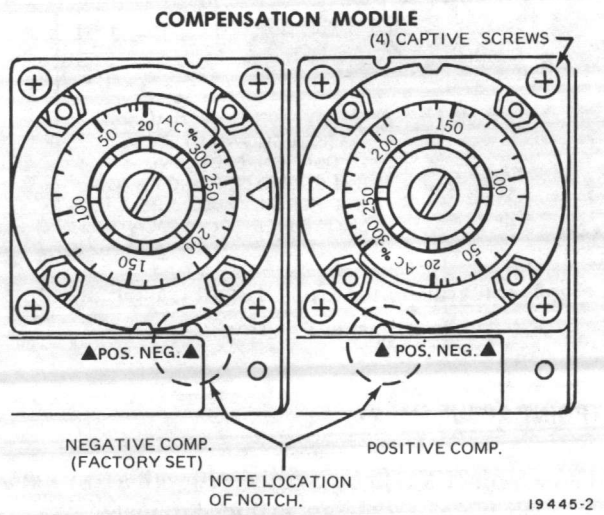

Fig. 6. Changing from Negative to Positive Compensation.
1. Loosen four screws (Fig. 6) on compensation module.